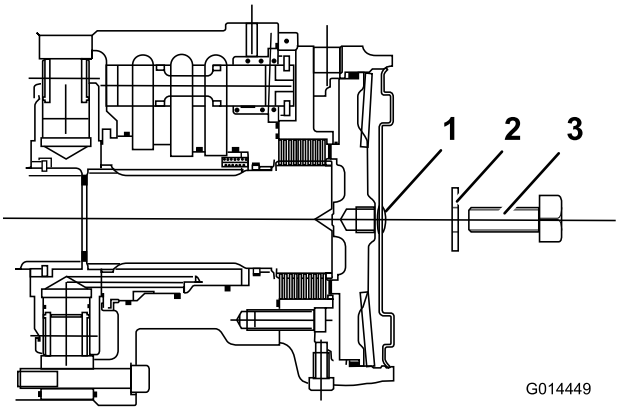

Figur 42
4. För en M12 x 40 mm lång ställskruv med bricka i hålet i mitten på motorns ändplåt (Figur 42).
5. Dra åt ställskruven i det gängade hålet i bromskolven tills bromsen frigörs (Figur 42).
6. Lokalisera den vänstra framhjulmotorns skivbromsenhet och upprepa samma procedur som tidigare (Figur 42).